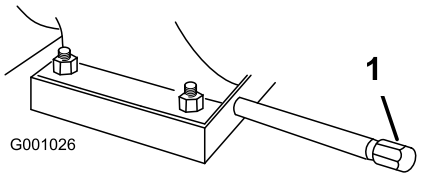

Figur 49
1. Gör rent omkring oljeurtappningslocket (Figur 49).